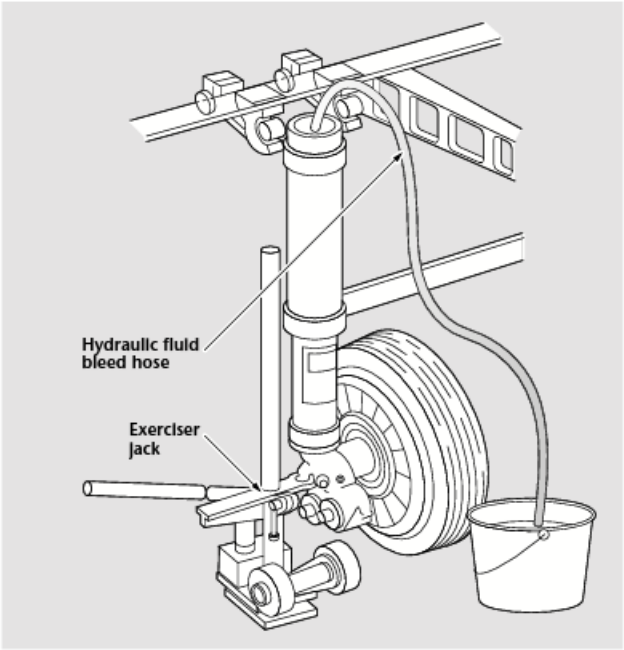

Figure 3-1-35. Bleeding a shock strut using an exerciser jack.
7. Place an exerciser jack (Figure 3-1-35) or other suitable single-base jack under the shock strut jacking point. Compress and extend the strut fully by raising and lowering the jack until the flow of air bubbles from the strut has completely stopped. Compress the strut slowly and allow it to extend by its own weight.